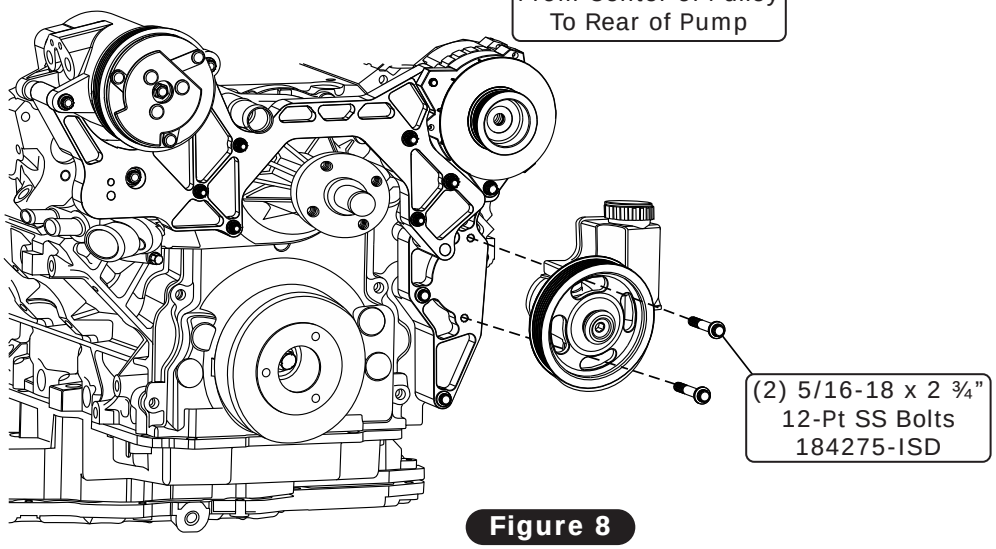

**Figure 8**
**2.** Install the power steering pump using (2) 5/16-18 x 2 ¾" 12-Pt SS bolts (See Figure 8, below). Torque to 28 lb ft.